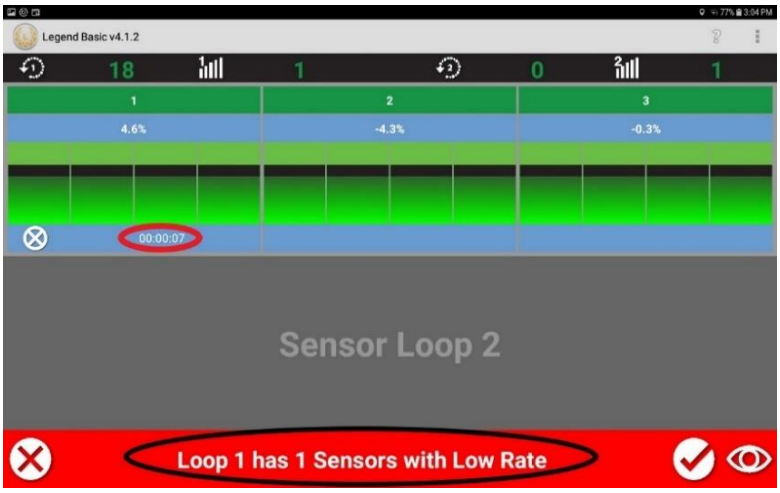

Figure 4.5
6. When the flow rates of your seed and fertilizer runs rise above or drop below the thresholds set in the seeder setup screen, you will see a red banner and hear an audible alarm. A timer will show on all sections with runs that have high or low rates as in figure 4.5.